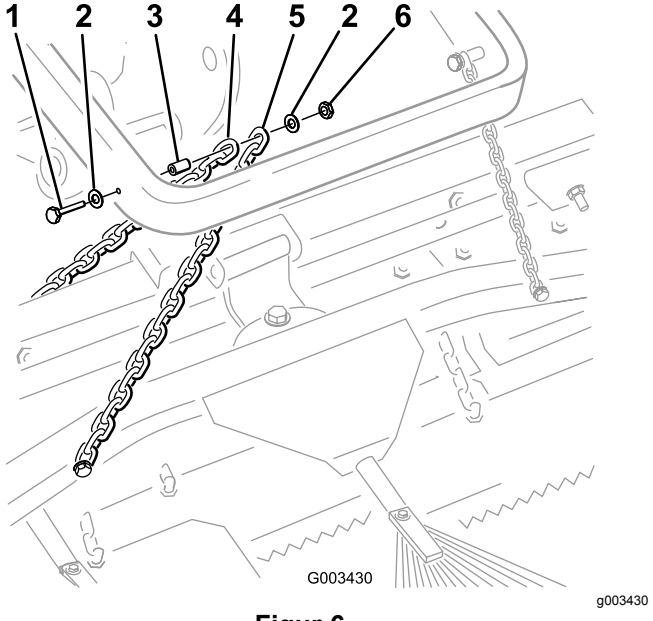

Figur 6
B. Fastgør hver kæde på siden af løftearmen med en bolt (⅜" x 2½"), 2 spændeskiver (⅜" x ⅞"), en afstandsbøsning og en møtrik (⅜") som vist i Figur 6.